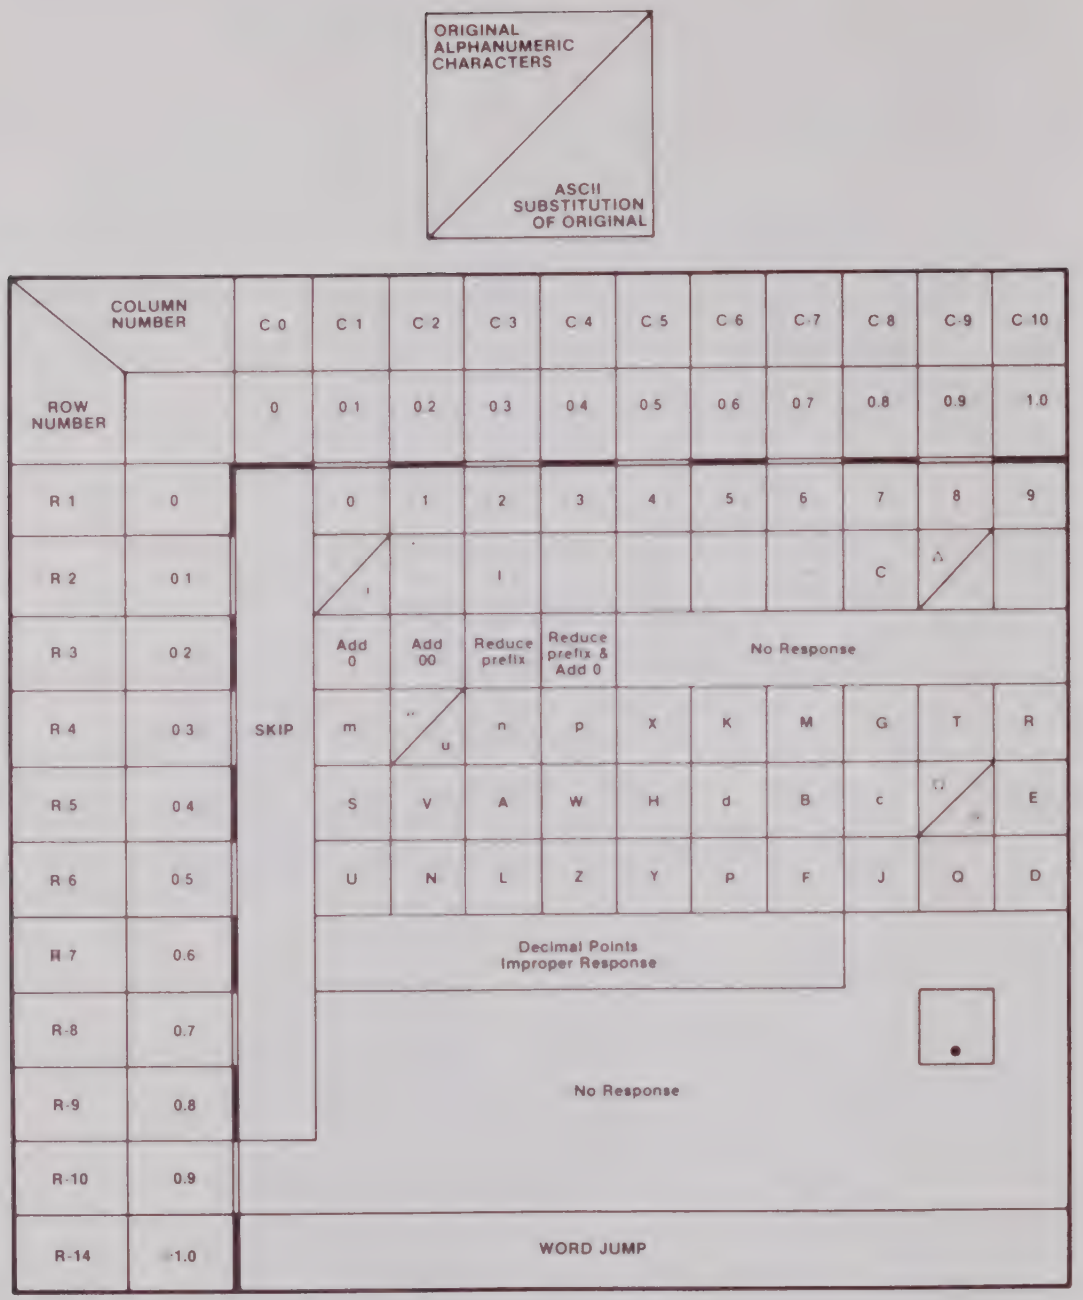
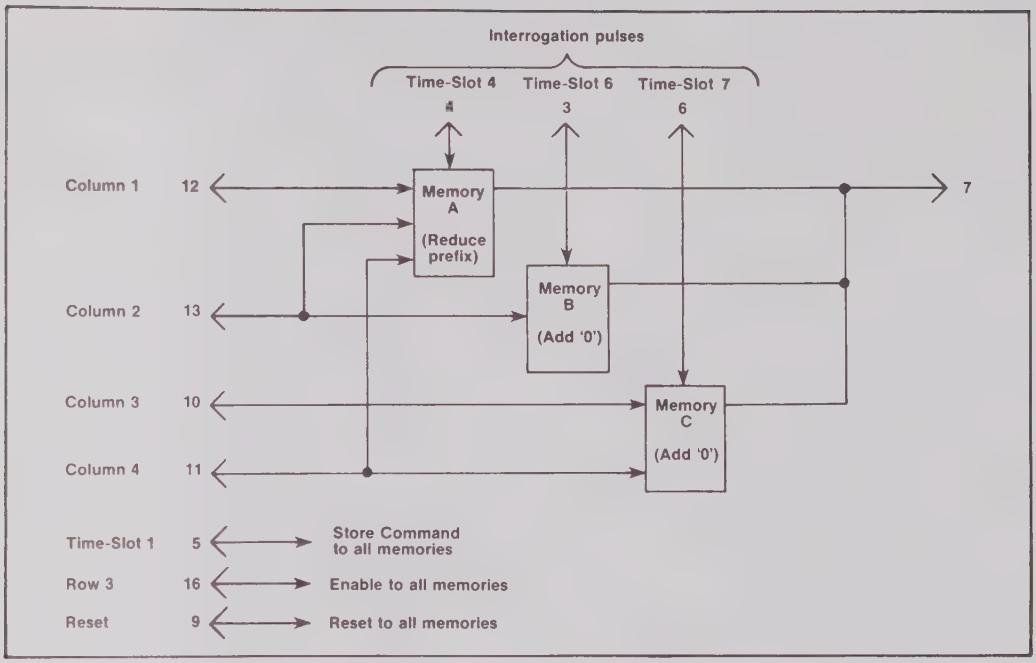

Fig. 3-40. ASCII character selection matrix.
Fig. 3-47. Zeros Logic and Memory block diagram.
Most 7000 series plug-ins contain a network of readout encoding resistors that are switch connected to the plug-in front panel controls. Each control position selects a different combination of resistors in the network. Pulses of a precise -15V amplitude (time-slot pulses) are applied to these encoding resistors, and the resultant currents through them indicate the switch position. The currents select a row and column address in the Character Selection Matrix (Fig. 3-40). The Readout (RO) to ASCII Converter generates a digitally encoded representation of the selected character that conforms to ASCII format (see Table 3-3).
Time-slot 1 interrogates resistor R111 in the column return line, and R10 in the row return line. R111 encodes 0.2 milliamps of current (15V/75K = 0.2 milliamps), and R10 also encodes 0.2 milliamps of current. Referring to Fig. 3-40, 0.2 milliamps of row current and 0.2 milliamps of column current addresses "Add two zeroes" in the Character Selection Matrix.
A block diagram of Zeros Logic and Memory is given in Fig. 3-47. During time-slot 4, memory A is interrogated. If prefix-shifting is required, pin 7 goes low, reducing the bias on Q4419. Q4419 effectively reduces the current at the input to the column decoder, U4418, by 0.1 milliamp. Referring to the Character Selection Matrix (Fig. 3-40) a 0.1 milliamp reduction in Column current (at row 4) addresses a higher valued prefix. Notice that a reduction of Column current from 0.1 milliamp (m- or milli-) results in a SKIP. Typical output waveforms for Zeros Logic and Memory are